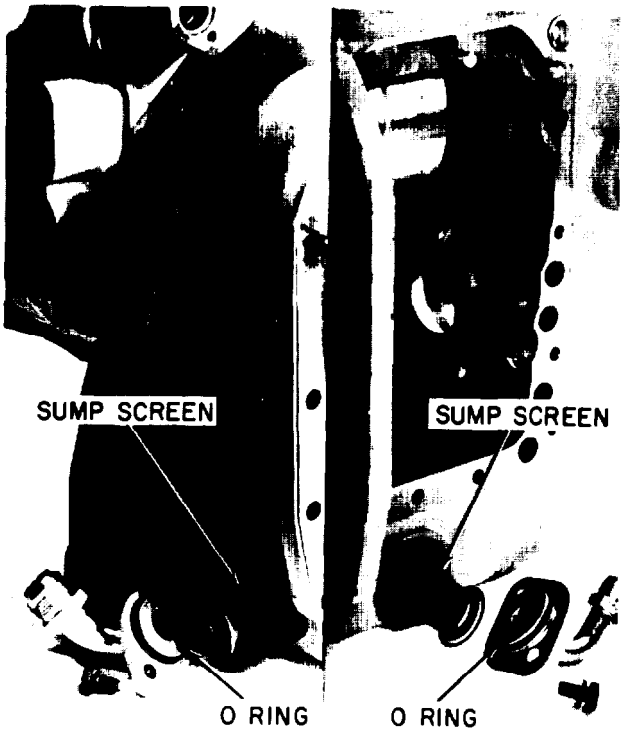

Figure 4-10. Sump Screen Removal
c. Refer to figure 4-10 and remove transmission sump screens. Check sealing O-rings inside screen cover for damage or signs of aging, and replace as required.